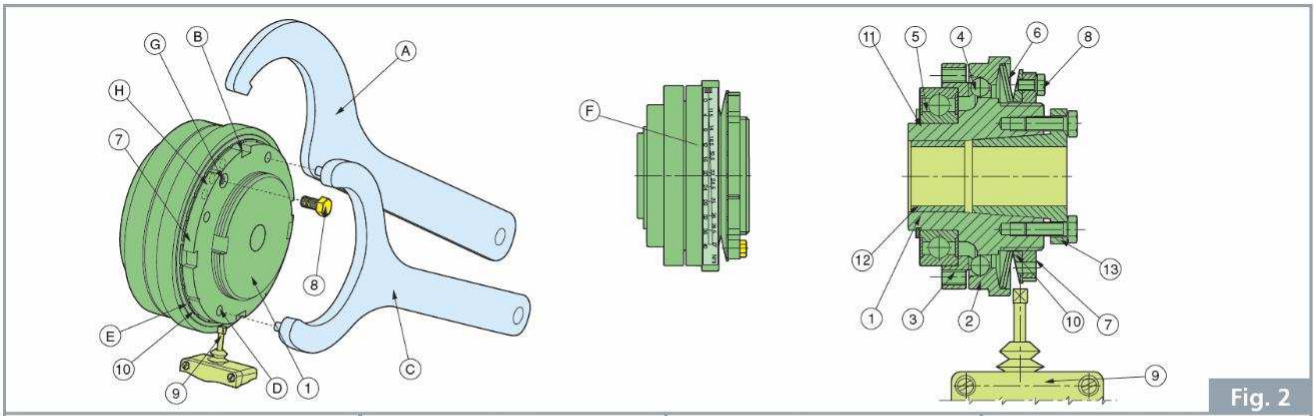

Fig. 2
Во время нормальной эксплуатации ограничитель крутящего момента ZBC - NBC (рис.2) передает крутящий момент от ступицы (1) на фланец (3) через кольцо шариков (4), за счет давления тарельчатых пружин (6) на подвижный фланец (2) внутри посадочных мест, полученных на деталях (1) и (3). В случае перегрузки, когда требуемый крутящий момент превышает заданное значение, шарики выталкиваются из посадочных мест фланца (3): две части (1) и (3) освобождаются, передавая очень низкий остаточный крутящий момент, и подвижная часть (2), преодолевая усилие шайб Бельвилля (6), приводит в действие переключатель (9), который управляет аварийной остановкой двигателя. Повторное включение выполняется автоматически с заданным значением крутящего момента, когда перегрузка прекращается. В версии SYNCHRON повторная установка выполняется из состояния покоя или на низких скоростях после отсоединения на 360 °, чтобы соблюдалась синхронность между фланцем (3) и ступицей (1). Дисковые пружины работают только в отрицательной области кривой (рис. 1), поэтому регулировочная кольцевая гайка (7), повернутая против часовой стрелки, обеспечивает возрастающую нагрузку на дисковые пружины (6) и, следовательно, больший момент срабатывания. Кольцевая гайка (7) удерживается стопорным винтом (8). ZBC имеет 8 резьбовых крепежных отверстий и один подшипник для тяжелых условий эксплуатации, 6 резьбовых крепежных отверстий NBC и один подшипник для легких условий эксплуатации.